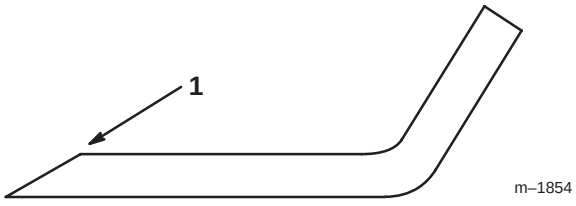

Figure 32
1. Au moyen d'une lime, aiguisez les tranchants aux deux extrémités de la lame (Fig. 32) en veillant à conserver l'angle de coupe d'origine. Limez la même quantité de métal sur chacun des deux tranchants pour ne pas déséquilibrer la lame.